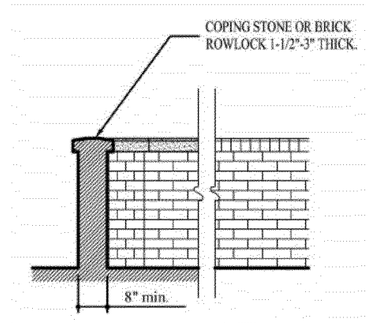

*Figure 32*
4. Brick walls shall be capped with coping stone or shaped brick. The cap shall overhang the wall between 1/2" and 1-1/2" to provide an appropriate drip edge. See Figure 32.
5. Dooryard, garden, or retaining walls of brick or stone shall be no less than 8" wide and capped in a rowlock course of brick, cut brick, or dressed coping stone 1-1/2" to 3" thick. See Figure 32. Dooryard or garden walls are encouraged where sidewalk grade is 4' or more lower than the stoop or porch walking surface.